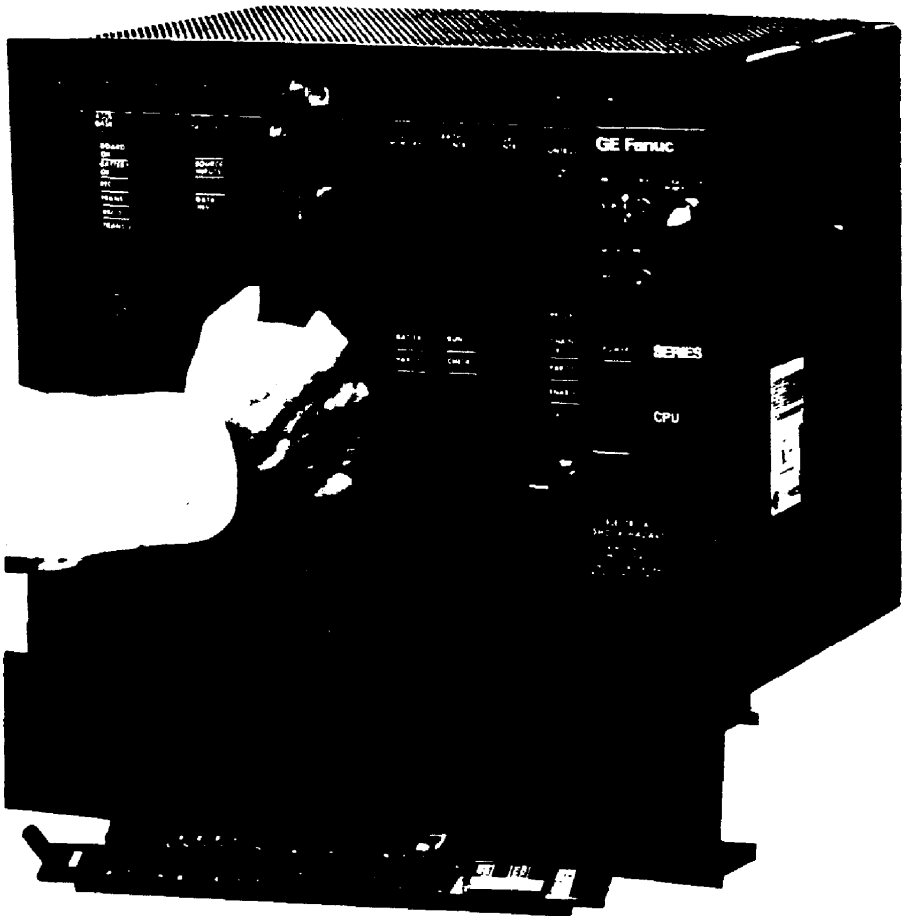

Figure 3.4 POSITION OF EXTRACTION/INSERTION TOOL FOR BOARD INSERTION
- **insert the board puller Logic Rack Notch (Top) into the short siot beside the top of the solder side of the board. Insert the Logic Rack Notch (Bottom) into the short slot beside the bottom of the solder side of the board. See figure 3.4 for proper toof positioning for insertion of a board.**